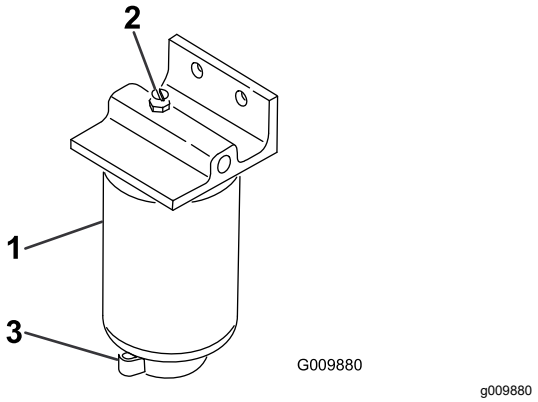

**Figur 57**
2. Løsne tappeventilen på bunnen av filterboksen (Figur 57).
1. Rengjør området der filterboksen skal festes (Figur 57).